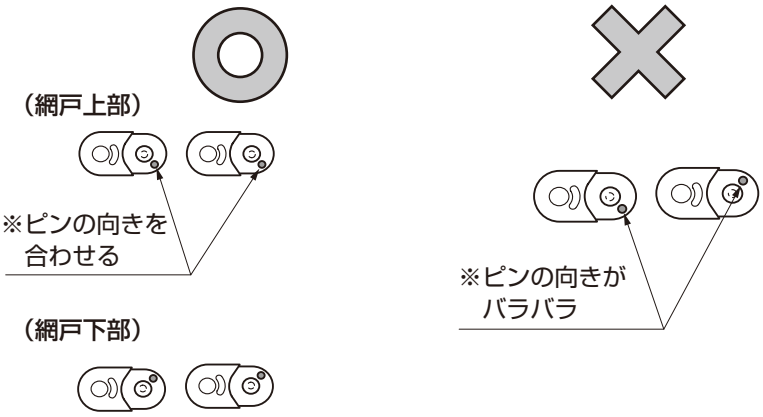

図10-7　キャタピラの向き
①図10-7のようにキャタピラの向きに注意しながらはめ込んでください。